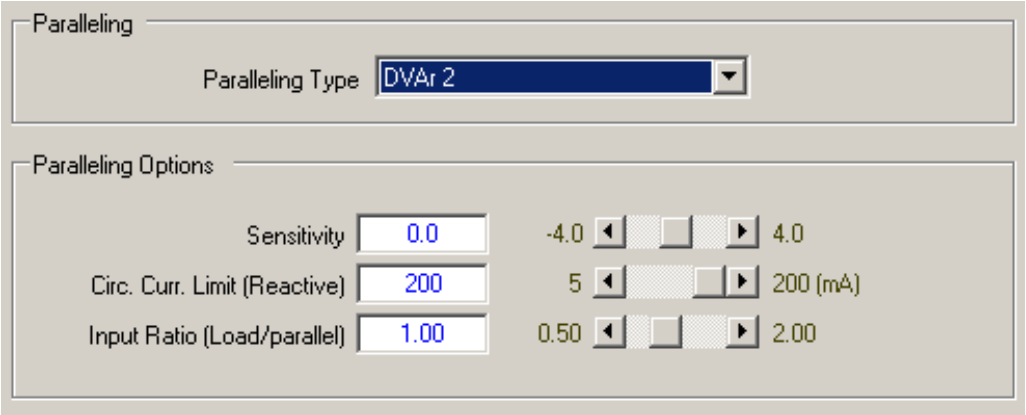

Figure 5-14 DVAr2 and DVAr2 (KeepTrack) Paralleling Settings (Configuration Dialog Screen)
2. From the "Paralleling" section of the dialog screen select the desired Paralleling Type and as applicable DVAr2 Sensitivity, Reactive Current Limit and Input Ratio (Figure 5-14).